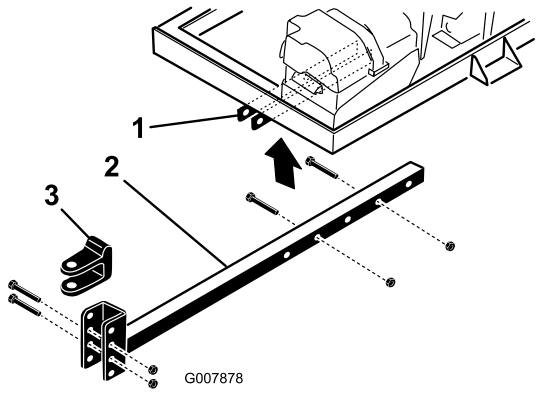

Figur 7
2. För in dragkroksröret i ramfästena (Figur 7). Fäst röret på ramen med två bultar (3/8 x 3 tum) och flänsmuttrar (3/8 tum).
- Ta bort de bultar och låsmuttrar som håller fast dragkroksklykan (Figur 7) på dragkroksröret.
- Lossa de bultar och muttrar som håller fast dragkroksröret på ramfästena (Figur 7).